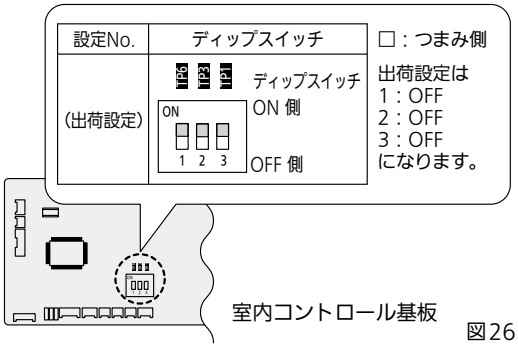

図26
- 電装ボックスのふたを開き、室内コントロール基板を確認してください。（図26）